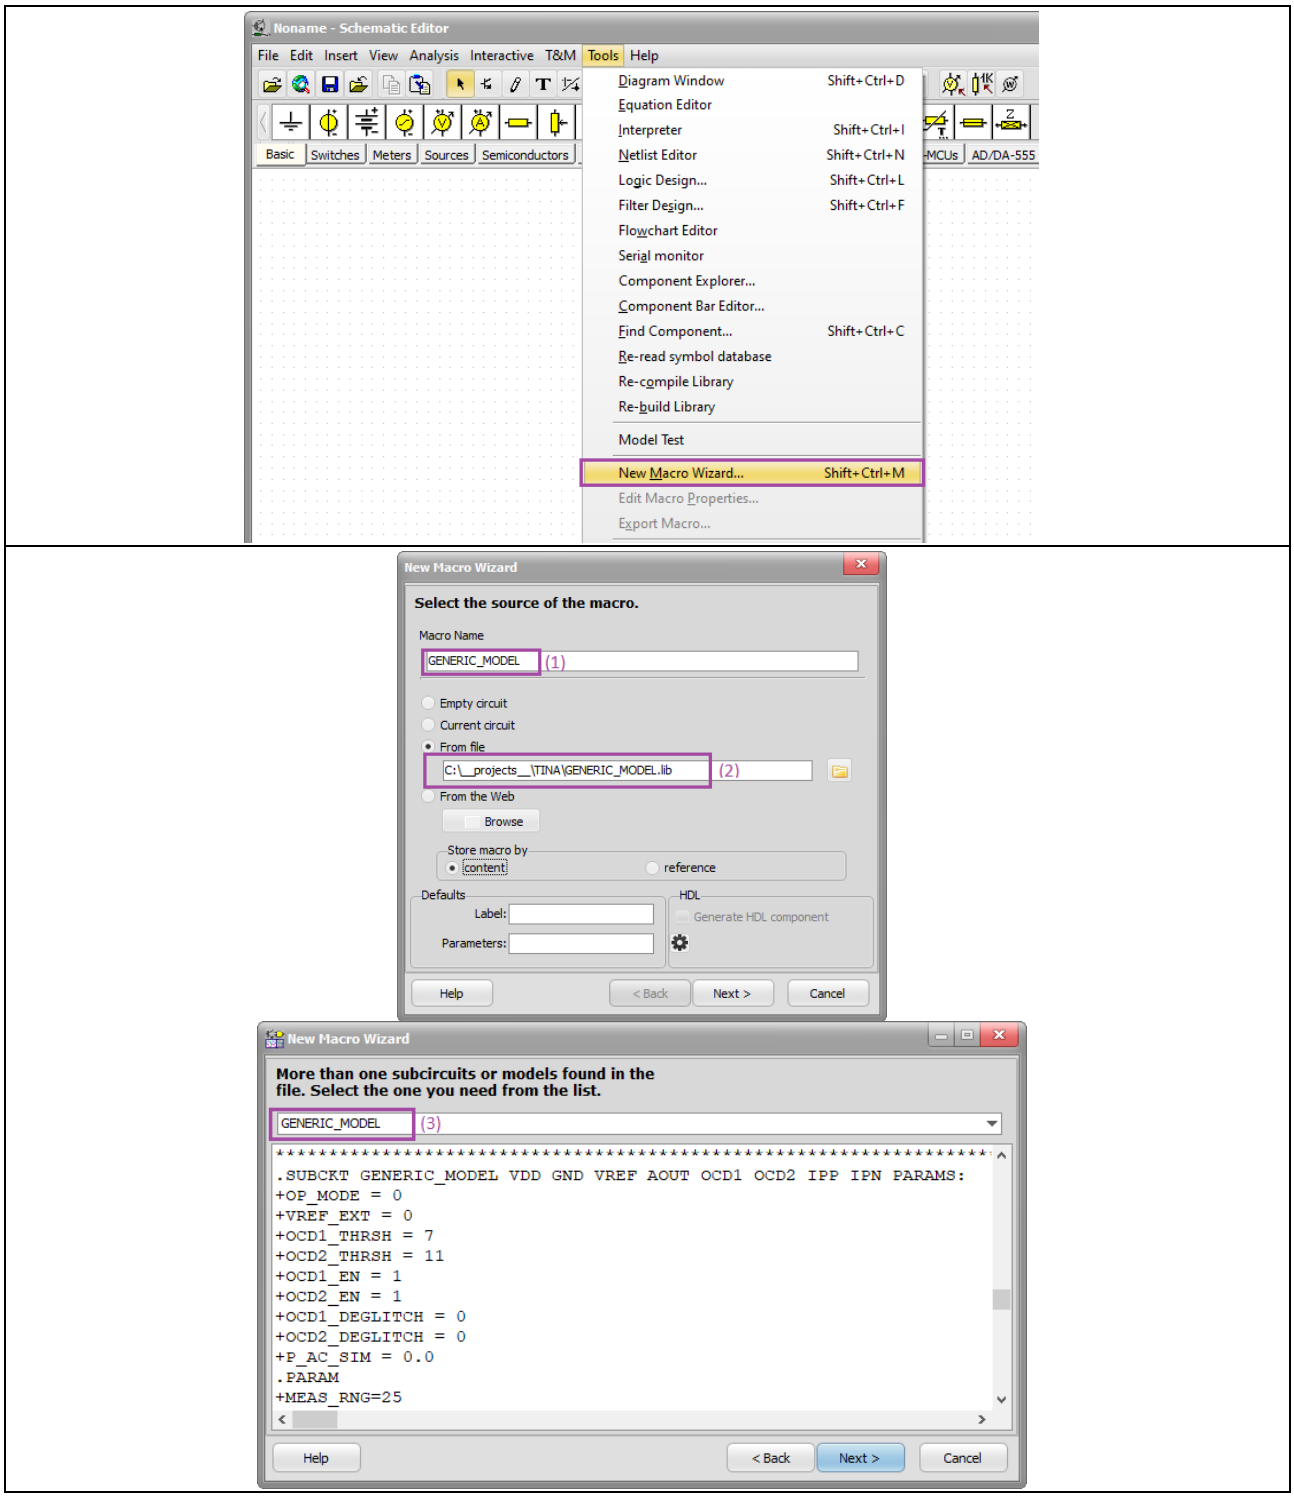

Figure 3 Select a .lib file
- From **Tools** menu→**New Macro Wizard…**, add the name of the macro **(1)** navigate to the "lib" directory in the package and select the "GENERIC_MODEL.lib" file. **(2)** and press **Next.** (Figure 3)
- In the new window select the name of the sub circuit **(3)** and press **Next** (Figure 3)